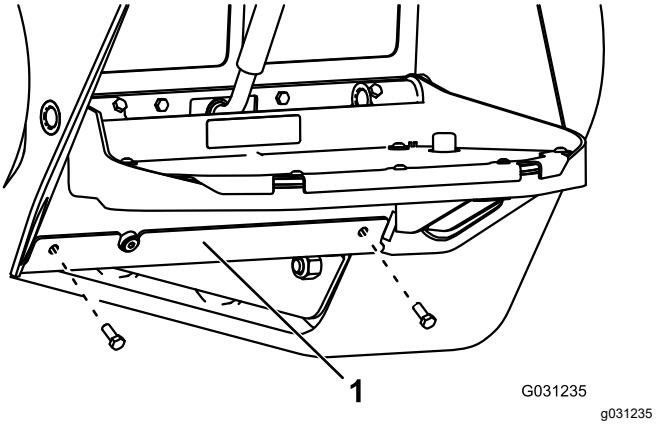

Figur 75
4. Lossa bottenplattans två skruvar och ta bort bottenplattan (Figur 75).
8. Montera bottenplattan (Figur 75).